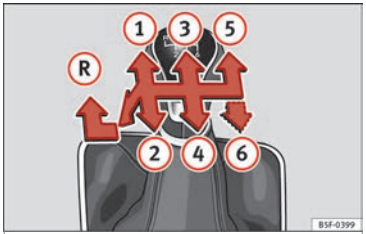

**Fig. 58** Gear shift pattern of a 5 or 6-speed manual gearbox.
The position of the gears is indicated on the gearbox lever ››› **Fig. 58**.
- With the gearbox lever in neutral, push it downwards, move it to the left as far as it will go and then forwards to select reverse ››› **Fig. 58** (R).